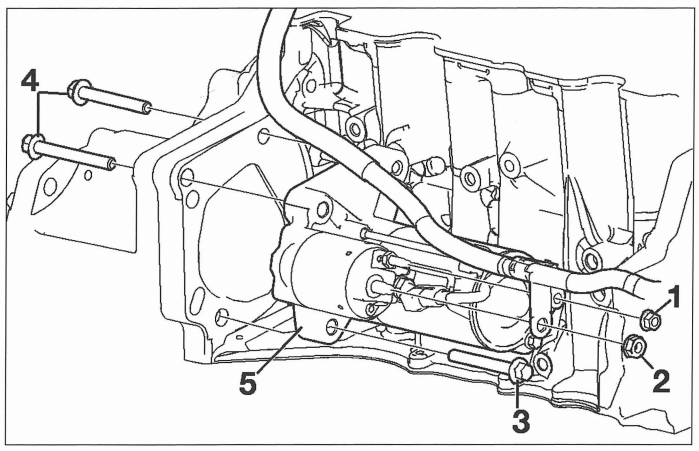

FIG. 8
- la tuerca de fijación (1) del conector de cable de conmutador de encendido al solenoide de motor de arranque **(fig. 8)**.
- la tuerca de fijación (2) del conector de cable de batería al solenoide de motor de arranque.
- los tornillos de fijación inferior del motor de arranque (3).
- los tornillos de fijación superior del motor de arranque (4).
- el motor de arranque (5).